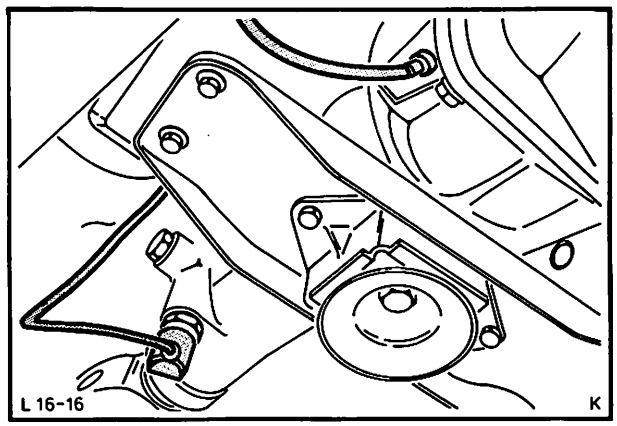

Abb. 22 Antriebswelle – Geschwindigkeitsmesser und Leitung Schalter – Rückfahrscheinwerfer
5. Antriebswelle – Geschwindigkeitsmesser vom Getriebe (1 Schraube mit Klemmplatte) und Leitung Schalter – Rückfahrscheinwerfer entfernen. Abb. 22.
7. Getriebetraverse von Bodengruppe und Getriebe abschrauben (5 Schrauben). Abb. 22.